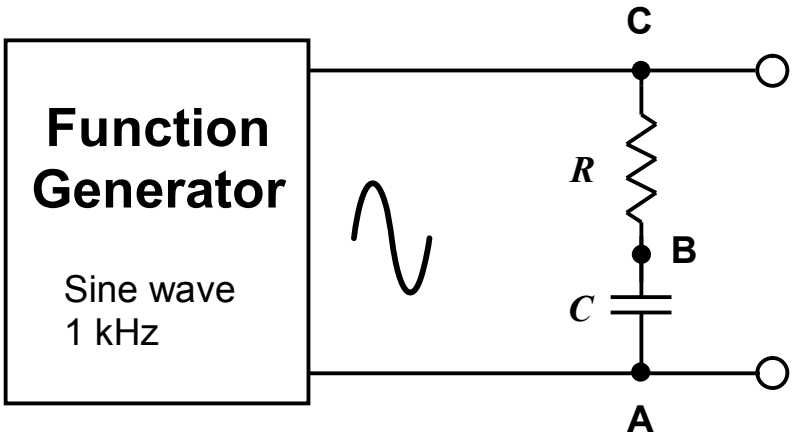

Fig.4 Circuit used in the experiment
1) Connect the function generator to the phase shift circuit as shown in Fig. 4. Set frequency to 1000 Hz, amplitude to 2-4 V_{peak} and the output waveform to sinusoidal wave.